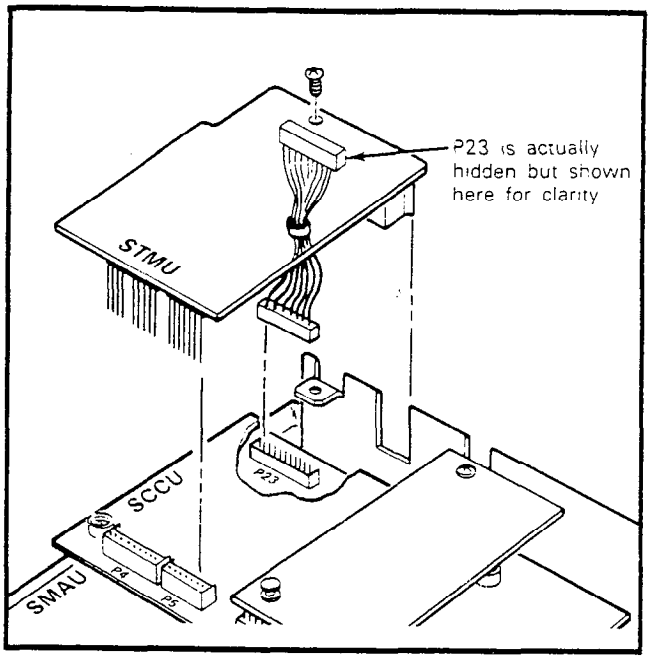

FIGURE 13—STMU LOCATION
05.92 Refer to Figure 13, and insert connectors **P4** and **P5** on the STMU into the **P4** and **P5** connectors on the SCCU. Route the provided jumper cable from the STMU **P23** connector to the **P23** connector on the SMAU.